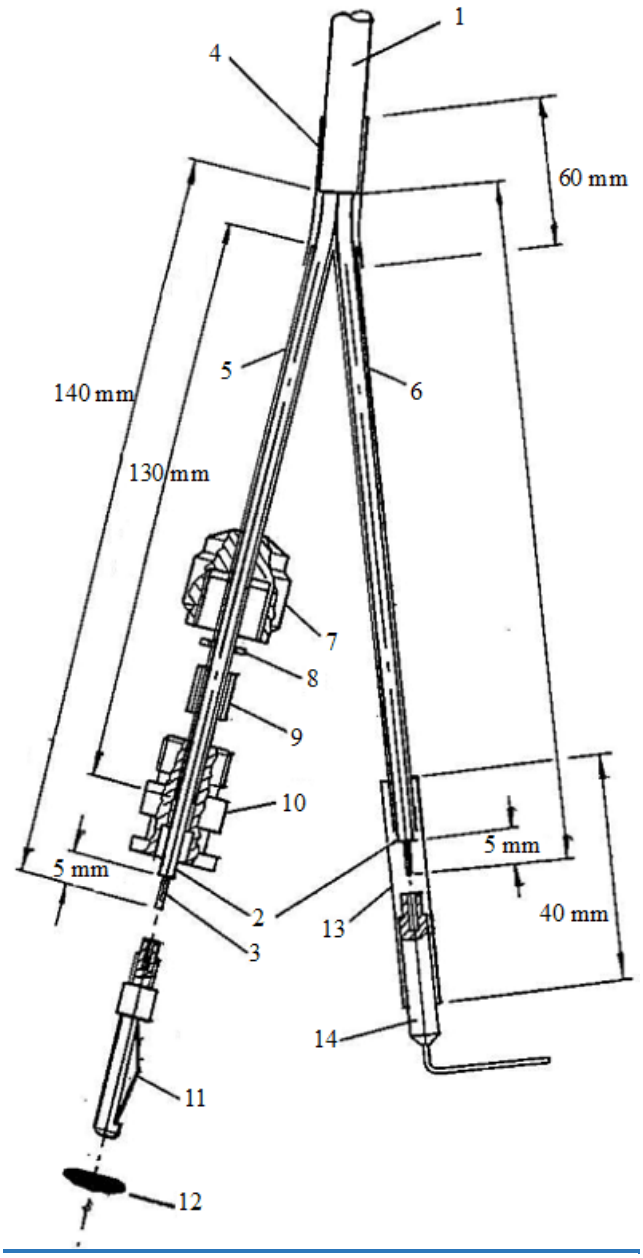

Figure 6
i. Repairs can be made individually to the positive (+) end with steps **b**, **d**, **e**, & **f** and to the negative (-) end, by following steps **b** & **g**. However, the shortened ends of the cable might be difficult to assemble conveniently onto the current meter, and it is usually preferable to reconstruct the cable as detailed in figure 6.